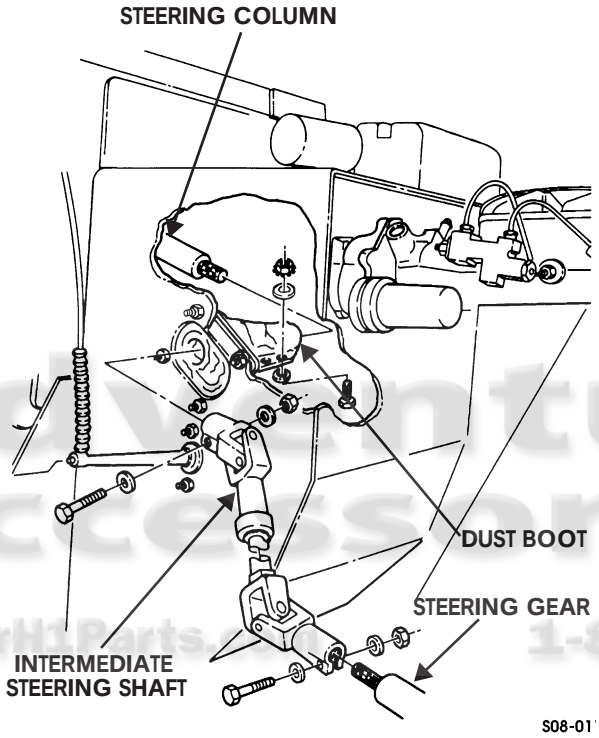

Figure 8-20: Intermediate Steering Shaft
2. Remove three nuts, six washers, and three screws from dust boot (Figure 8-20).
1. Install intermediate steering shaft on steering gear with washer, capscrew, washer, and locknut. Tighten locknut to 60 lb-ft (81 N•m) (Figure 8-20).